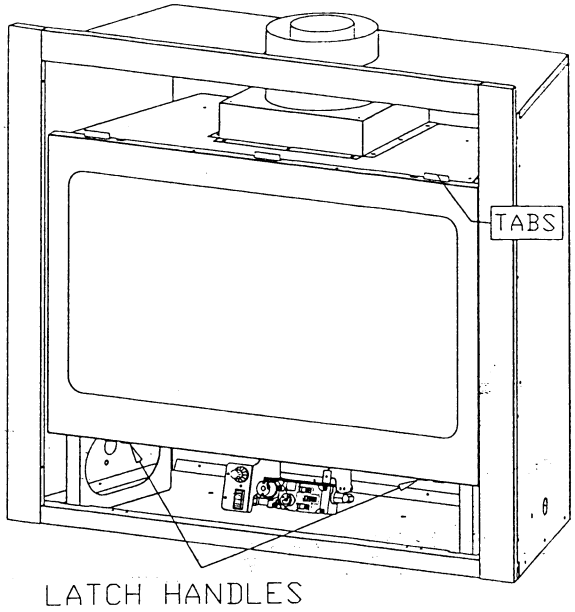

Figure 7
(B) REMOVE THE GLASS ASSEMBLY. See Figure 7.